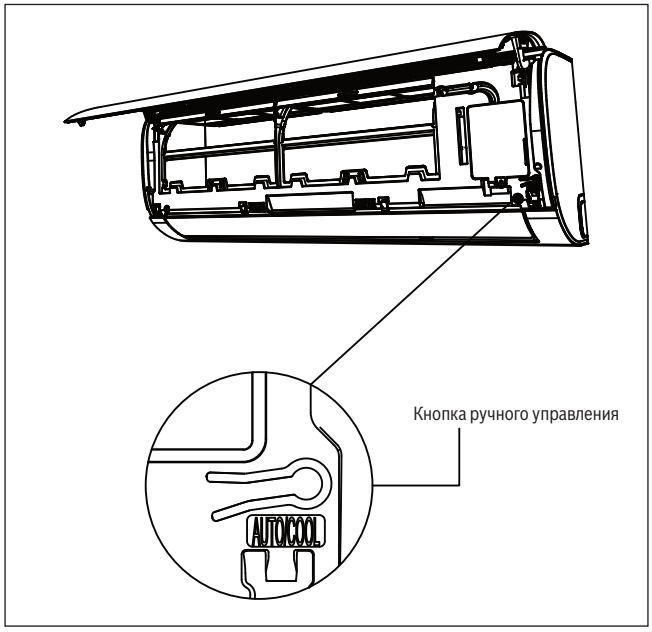

Рис. 44.
2. Кнопка "РУЧНОЕ УПРАВЛЕНИЕ" расположена на правой стороне устройства. Для выбора функции "ОХЛАЖДЕНИЕ" нажать кнопку 2 раза. См. **рис. 44**.